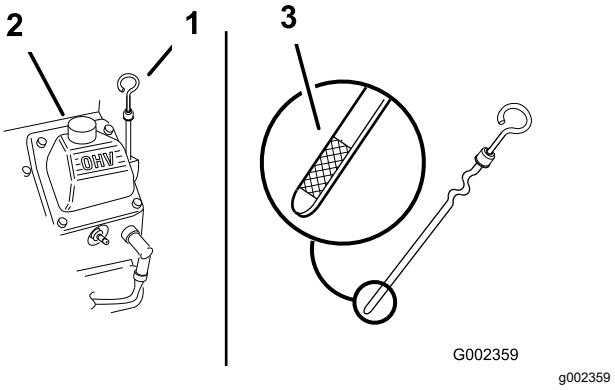

Rysunek 44
2. Oczyść obszar wokół wskaźnika poziomu oleju (Rysunek 44), aby brud nie wpadł do otworu napełniania i nie uszkodził silnika.
3. Wyjmij wskaźnik poziomu, wytrzyj go do czysta i ponownie włóż go do oporu (Rysunek 44).
Poziom oleju powinien znajdować się pomiędzy oznaczeniami „F” – pełny i „L” – niski na bagnecie (Rysunek 44).
5. Jeśli poziom oleju znajduje się poniżej oznaczenia „L” (niski), odkręć korek wlewu (Rysunek 44) i dolej określonego oleju do poziomu oznaczenia „F” (pełny) na bagnecie.